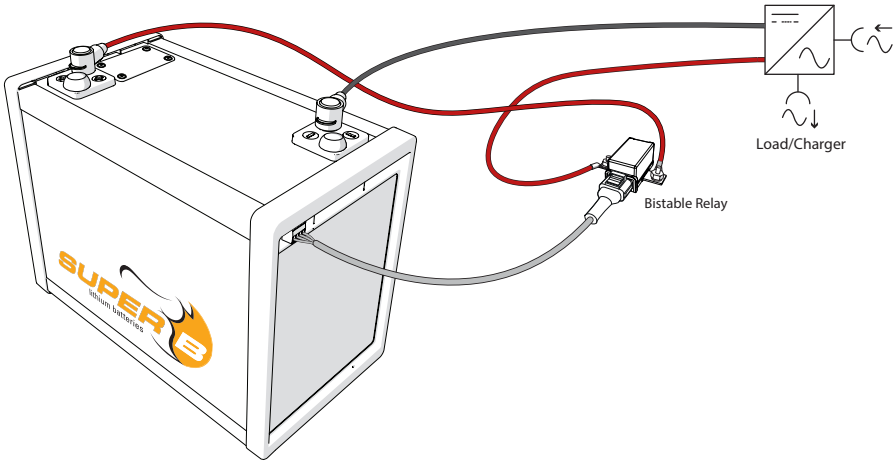

Figuur 9. De accu op de last aansluite
2. Sluit de (+) pool van de accu op de (-) pool of B-aansluiting van het relais (figuur 9).
4. Sluit de (-) pool van de accu aan. Sluit de (-) pool niet als eerste aan, aangezien dit kan leiden tot kortsluiting (Figuur 9).